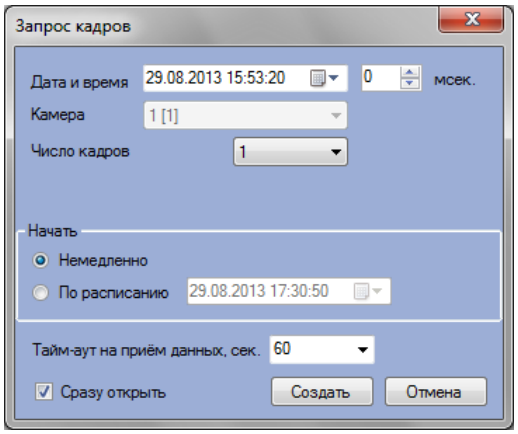

Рис. 5.4—1 Форма запроса кадров
3. При выборе пункта меню **Запрос кадров** появится диалоговая форма для оформления запроса (Рис. 5.4—1). Другой способ вызвать эту форму — выбрать в списке запись и нажать кнопку **Кадры**.